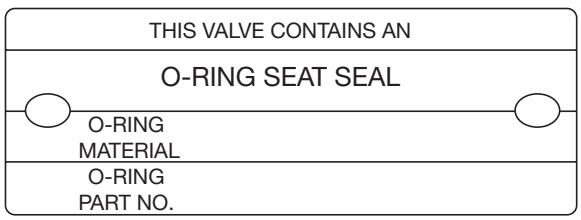

Figure 38 : Étiquette de joint torique de soupape
6. Si la soupape est équipée d'un joint torique, remplacer le joint torique. Se reporter à sa plaque signalétique (voir la Figure 38) pour déterminer le matériau du joint torique et la référence de la pièce « d'usine ».